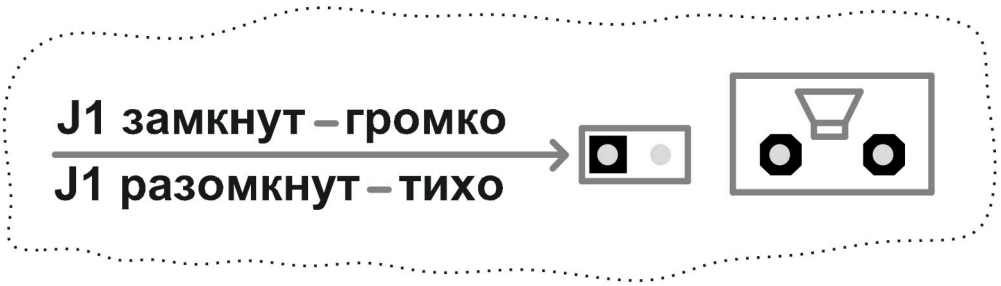

Рисунок 2
1) оповещатель «ГНОМ-1» (рисунок 2 приложения 1) («ГНОМ-2») (рисунок 3 приложения 1):